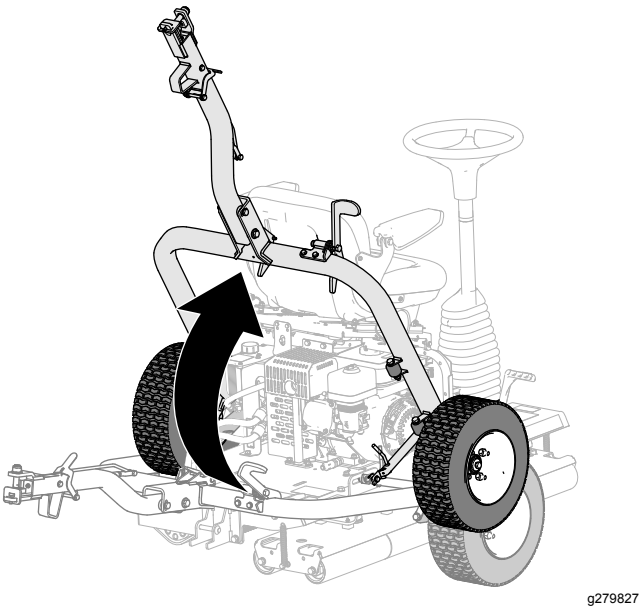

Figur 22
5. Lyft upp dragkroken (Figur 22) tills låsspaken låses fast i reglagets spärrläge (Figur 17).